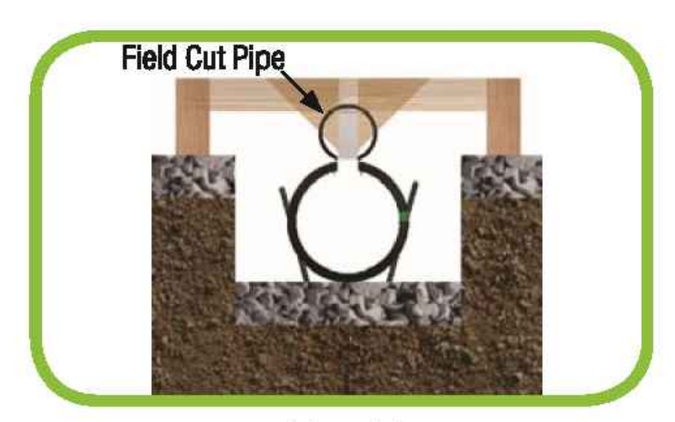

Figure 7
6. When placing Duraslot pipe, it is highly suggested to place the concrete simultaneously to both sides of the slot. To help accomplish this, take a 4" or 6" (100 or 150 mm), 4' (1.2 m) length of scrap plastic pipe, field cut a 2½" (64 mm) wide strip out and saddle it around the slot riser. Place the concrete directly over the saddled pipe. This will allow the concrete to distribute evenly to both sides. Move the pipe as you continue to place concrete down the run. (Figure 7)